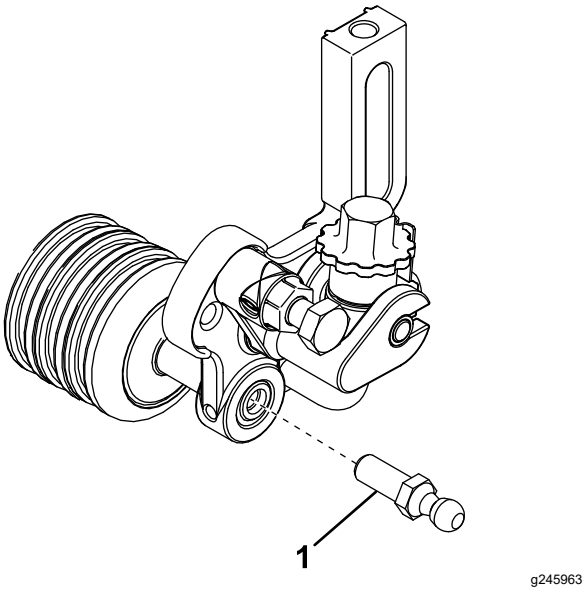

Figur 6
10. Skru en kugletapskrue på hver ende af trimmerens frontruller (Figur 6).